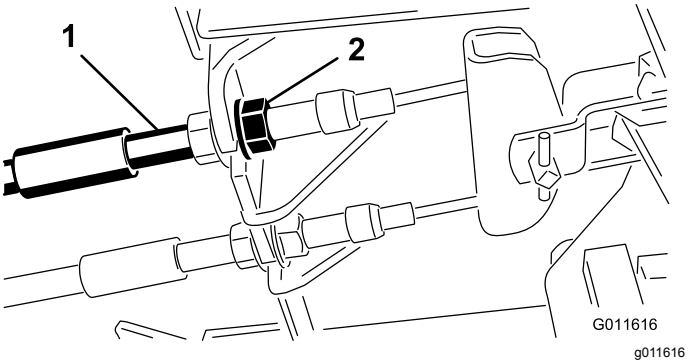

Figur 67
1. Tilspænd bremserne for at reducere bremsepedalernes frie vandring ved at løsne den forreste møtrik på bremsekablets gevindende (Figur 67).